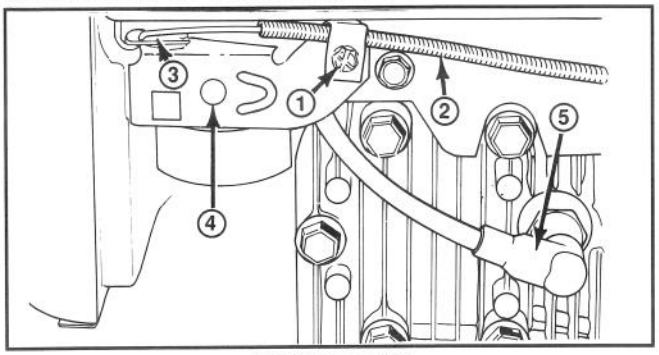
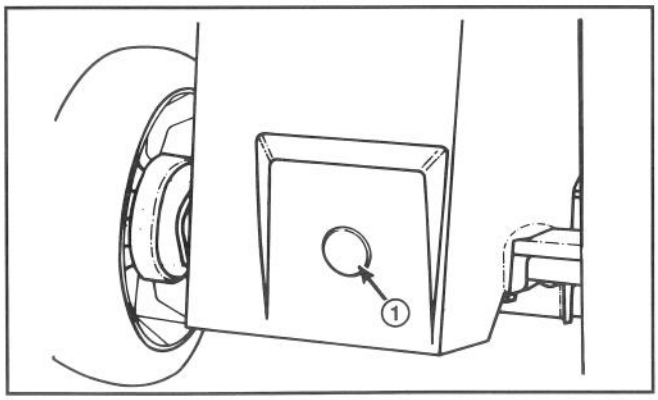

**Abbildung 20**
**Abbildung 28**
**1.** Den Motor abstellen und das Kabel von der Zündkerze abziehen (Abb. 20).
**3.** Die Schraube der Kabelklemme lösen, bis das Gaszugkabel durchrutscht (Abb. 20). Die Stanzlöcher des Drosselhebels und der Drosselhalterung mit einen 3 mm Stift ausrichten. Die Schraube der Kabelklemme anziehen, um die Einstellung zu sichern.
**3.** Den Mäher auf die höchste Schnitthöhe einstellen (E).
**4.** DEN GETRIEBEÖLSTAND PRÜFEN—Den Plastikstopfen aus der Öffnung auf der Rückseite des Mähers ziehen (Abb. 28).